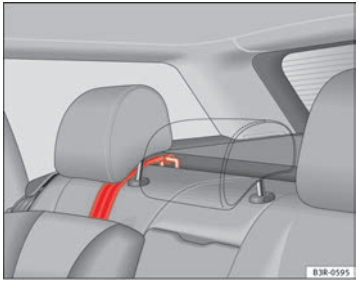

Fig. 35 Retainer strap: correct adjustment and fitting
– Lead the Top Tether fastening belt under the rear seat head restraint ⇒ fig. 35 (lift the head restraint where necessary).